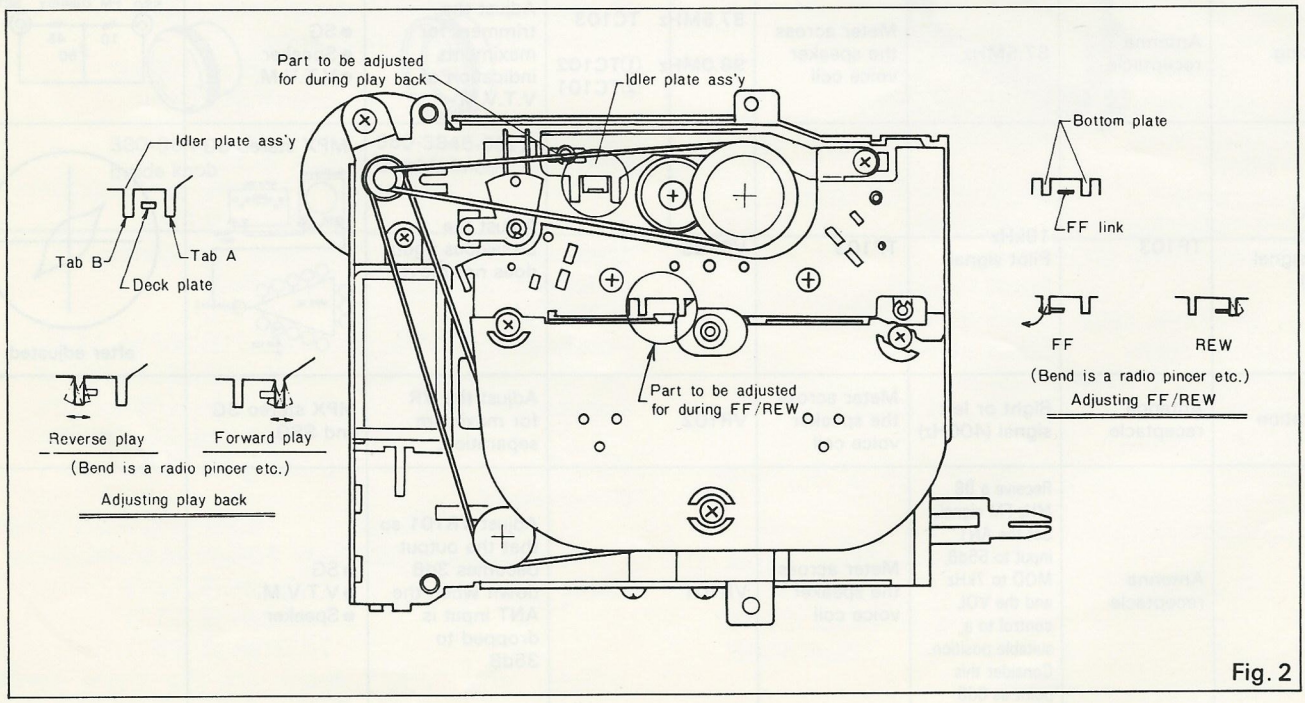

Fig. 2
(1) Check whether the sound is coming from the forward or rewind side.
(2) Bend tab A when the abnormal sound comes from the Forward side, and tab B when the abnormal sound comes from the Rewind side. (Refer to Fig. 2)